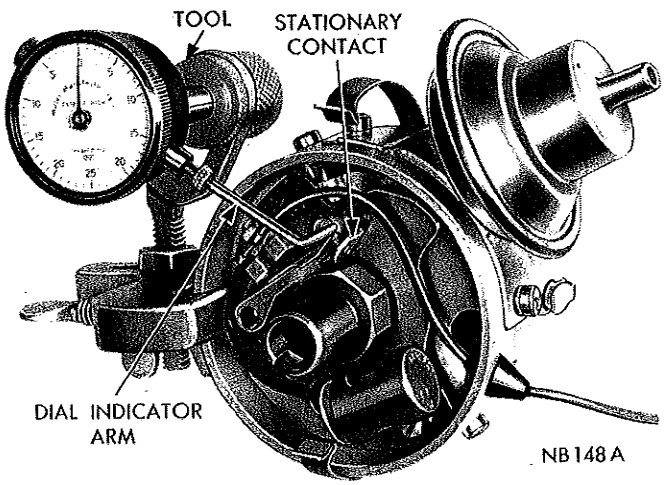

***Fig. 13—Adjusting Contact Clearance with Indicator***
(3) Install a new contact set; the sleeve at one end of adjustable bracket fits over and pivots on upper contact plate mounting pin, the contact insulator also retains terminal screw head.
(4) Connect condenser and primary leads.
(5) Align contacts, if necessary, by bending stationary contact bracket only. **Never bend** movable contact arm to obtain alignment.
(6) After aligning contacts, adjust contact clearance to "Specifications," using dial indicator (Fig. 13). Recheck contact arm spring tension.
(7) Test dwell angle to show proper degree of closure. See Paragraph, "Distributor Contact Dwell." The lock screw should be loosened just enough so stationary contact bracket can be removed with a slight drag; otherwise, it will be difficult to set contacts accurately. After setting contacts to the correct gap, tighten stationary bracket lock screw.